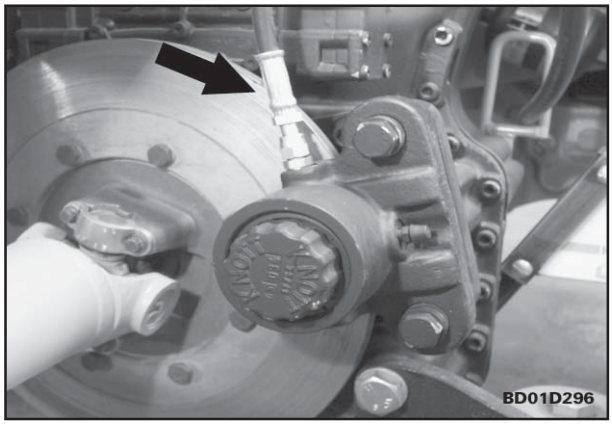

Fig. 11
16. Remova os bujões e as tampas e instale a mangueira no freio de estacionamento (fig. 11).